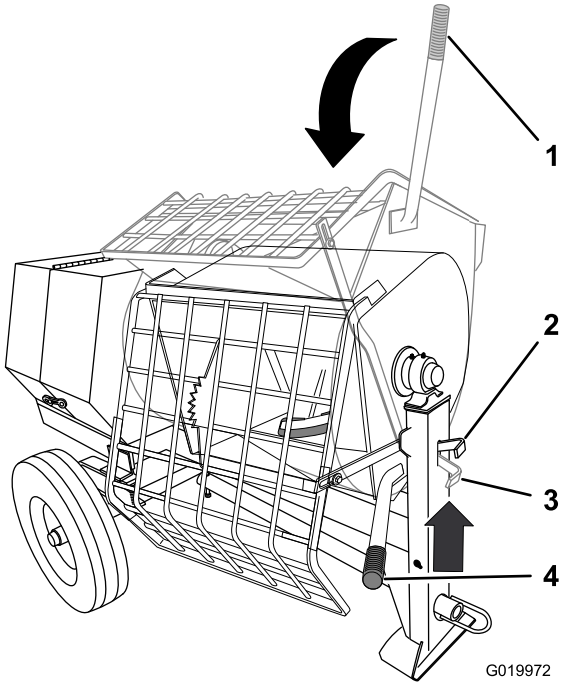

Figure 39
2. Grasp the dump handle with your left hand (Figure 39).
3. Lift the handle of the drum latch (Figure 39).
4. With both hands on the dump handle, rotate it counterclockwise to discharge the contents of the drum (Figure 39).
5. Rotate the dump handle **clockwise** until the drum latch locks the drum in the upright position (Figure 39).